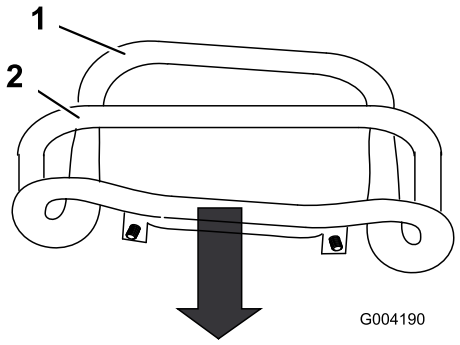

Figuur 48
3. Trek de tractiebediening recht naar achteren zodat de voorzijde ervan contact maakt met de referentiebalk (Figuur 48).